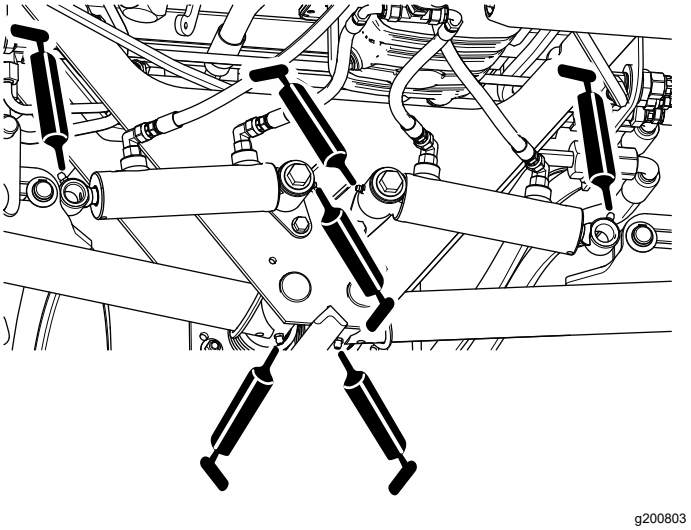

Rysunek 47
- Oś i siłownik tylnego ramienia podnoszącego (po 3 na stronę); patrz Rysunek 47.